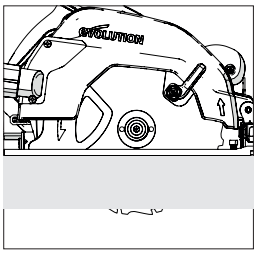

Fig. 12
- Dans la plupart des cas, la profondeur de coupe doit être réglée sur la valeur correspondant à l'épaisseur du matériau à découper, plus l'épaisseur de la moitié d'une dent de scie (du bout de la dent jusqu'à sa racine). **(Fig.12)**
(13) RÉGLAGE DE L'ANGLE DE COUPE (BISEAU)